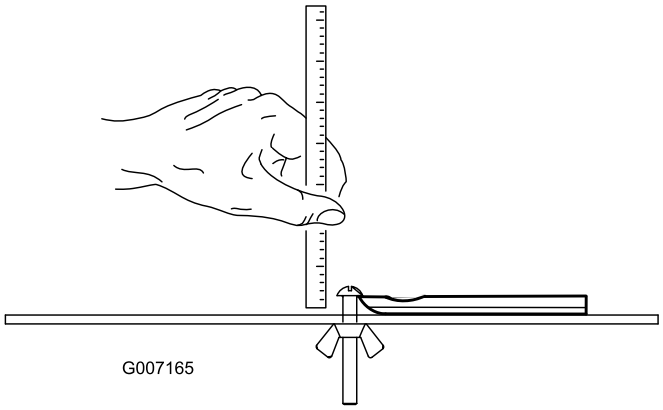

**Figur 21**
**Bemærk:** Alle mål af bundknivens servicegrænser henviser til undersiden af bundkniven (Figur 21)